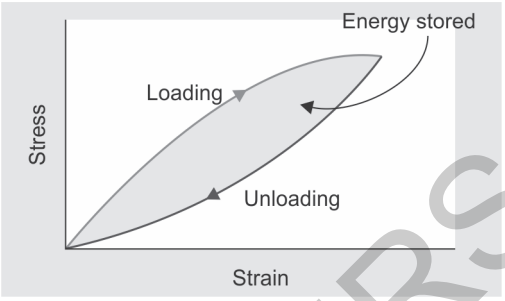

Fig. 1.28: Hysteresis
- Energy stored in a viscoelastic material when a load is given and then relaxed **(Fig. 1.28)**.